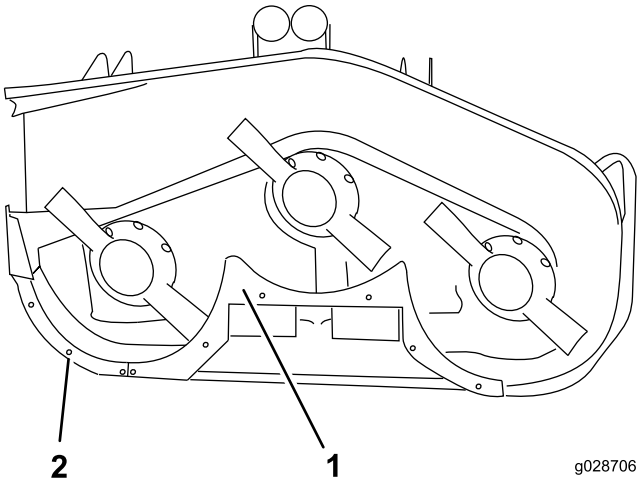

Figur 10
8. Placer den bageste hylde på skjoldet (Figur 10).
10. Monter den bageste hylde til skjoldet med fire maskinskruer (3/8–16 x 1 tomme) og fire låseskiver (Figur 10).
12. Fastgør afskærmningen til kanten af skjoldet med to maskinskruer (1/4–20 x 3/4 tomme) og to låsemøtrikker (Figur 10).
13. Juster højre hylde ind efter enden af den midterste afskærmning og kanten af skjoldet (Figur 10).